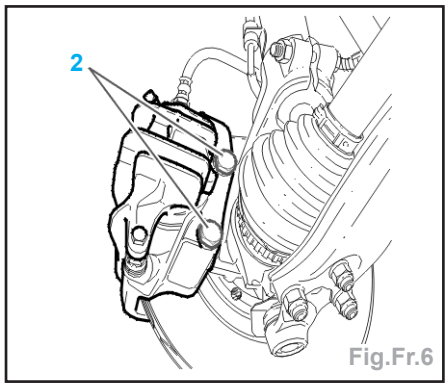

Fig.Fr.6
- Récupérer le cavalier (1).
- les vis (2) du support d'étrier (Fig.Fr.6),